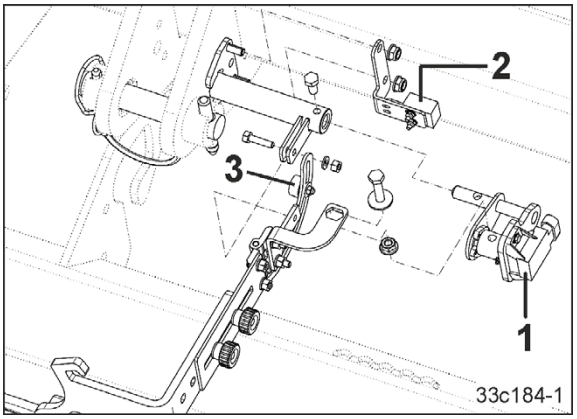

Fig. 51
- analoger Arbeitsstellungssensor (Fig. 51/1) für eine Maschinenkombination mit ISOBUS-System
- Arbeitsstellungssensor (Fig. 51/2) für die Saatleitungsüberwachung mit Verstellmagnet (Fig. 51/3).